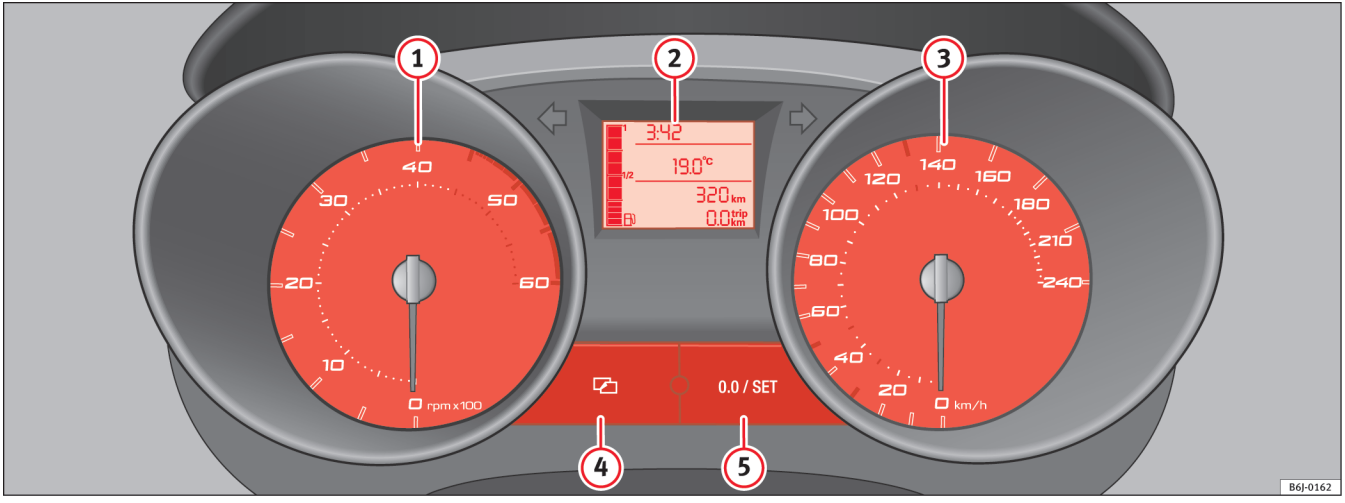

Fig. 28 Udsnit af instrumentpanelet: kombiinstrument
Begyndelsen af det røde område ⇒ side 49, fig. 28 (1) markerer det maksimalt tilladte motoromdrejningstal ved driftstemperatur. Før du når dette område, bør du skifte til næste højere gear, vælge gearvælgerposition D eller flytte foden fra speederen.
– Tryk på knappen (4) ⇒ side 49, fig. 28 for at indstille klokkeslættet. Optionen Stunden (timer) blinker i displayet og indstilles med knappen (5) set ⇒ side 49, fig. 28. ▶
– Tryk igen på knappen (4), og vælg Minuten (minutter) for at indstille minutterne. Minutterne indstilles med knappen (5) set.
Den nederste tæller registrerer de korte strækninger. Det sidste ciffer skifter for hver 100 m. Triptælleren kan nulstilles ved at trykke på nulstillingsknappen ⇒ side 49, fig. 28 (5).